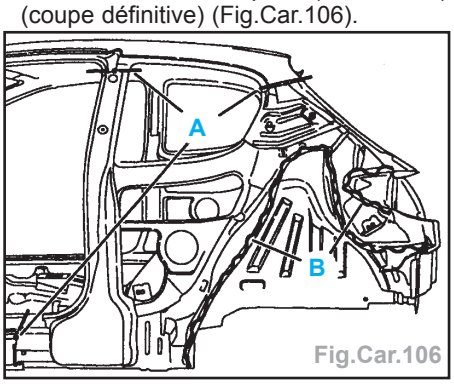

Fig.Car.106
- Retoucher les coupes (suivant **A**) (coupe définitive) (Fig.Car.106).